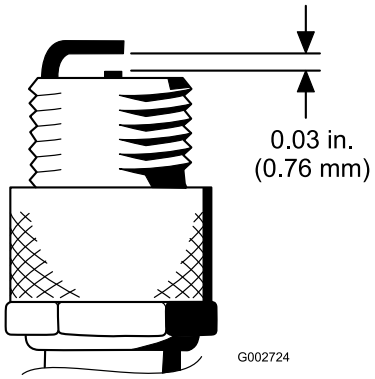

Figura 49
4. Ajuste la distancia entre los electrodos central y lateral a 0,76 mm (Figura 49).